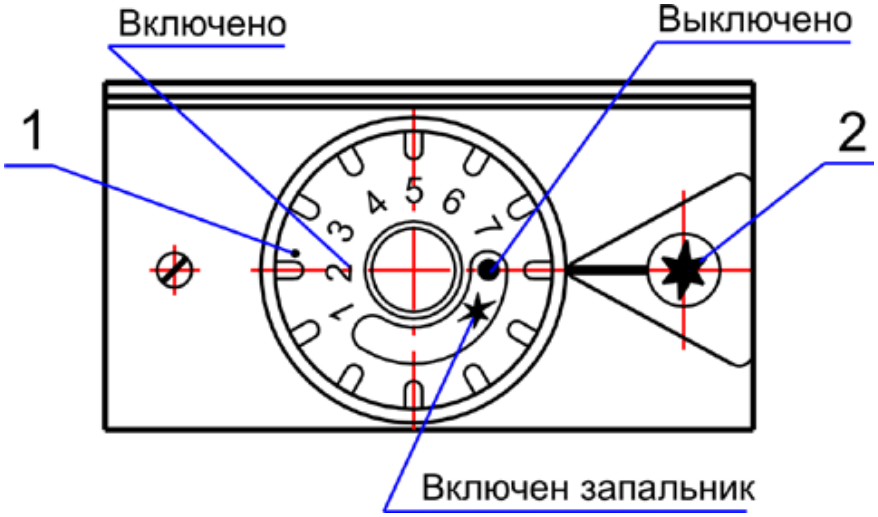
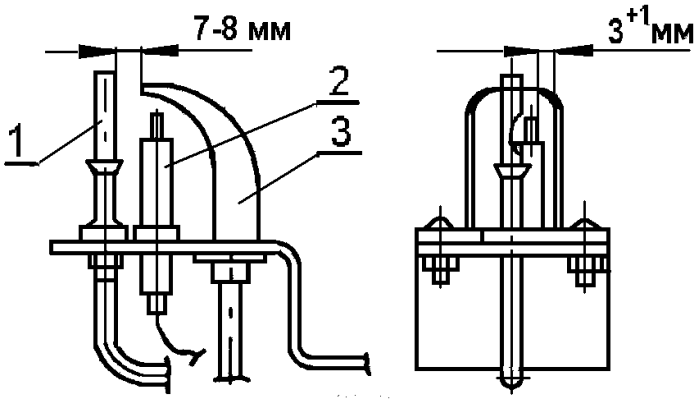

Рис.2 Блок автоматики
Рис.3 Устройство запальное
4.4. Установка требуемой температуры воды производится ручкой управления 1 (Рис.2) от 30 ^{0}С до 90 ^{0}С, а ее контроль выполняется по термометру. Температура горячей воды в системе ГВС при ее заборе не должна превышать 60 ^{0}С.
4.6. Устройство запальное Рис.3 предназначено для крепления запальника, термопары, свечи зажигания и розжига основной горелки.
- вращать ручку управления 1 (Рис.2) без надобности;
- настраивать ручку управления 1 (Рис.2) на температуру воды выше 90 ^{0}С;
ручку управления 1 (Рис.2) с помощью ключей, плоскогубцев и других инструментов;
6.12. Проверьте работу пьезорозжига. При нажатии на кнопку пьезорозжига 2 (Рис.2) должна проскакивать искра между электродом свечи 2 (Рис.3) и запальником 3 (Рис.3).
6.15. Установите ручку управления 1 (Рис.2) блока автоматики в положение «Выключено» ● .
ручку управления 1 (Рис.2) по часовой стрелке в положение «Включен запальник» ✱.